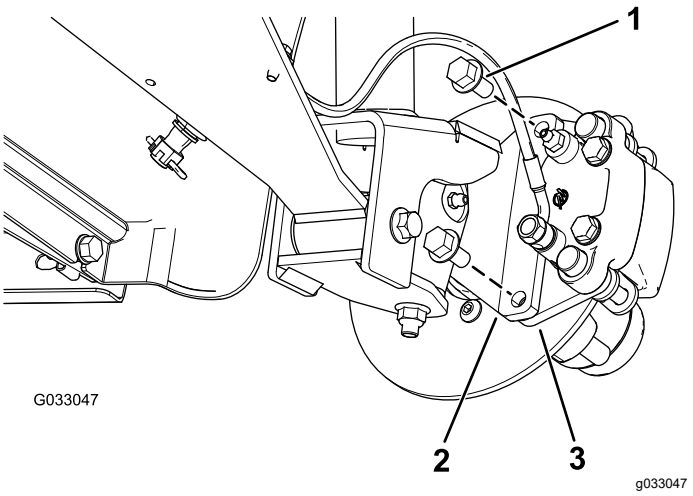
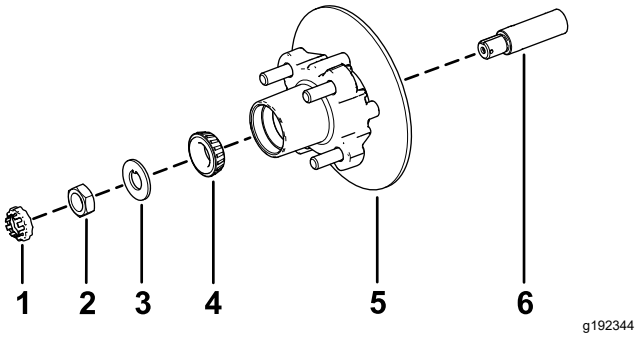

**Figuur 30**
**Figuur 34**
3. Verwijder de flenskopbouten (⅜" x ¾") waarmee de beugel voor de rem is bevestigd aan de as en verwijder de rem van de as (Figuur 30).
1. Breng een laagje van het aanbevolen smeermiddel aan op de as (Figuur 34).
2. Monteer de naaf en de rotor op de as met de rotor aan de binnenkant (Figuur 34).
3. Monteer het buitenste lager op de as en plaats het lager in de buitenste loopring (Figuur 34).
4. Monteer het borgplaatje op de as (Figuur 34).
5. Draai de asmoer op de as en zet de moer vast met een torsie van 15 N·m terwijl u de naaf draait om het lager te plaatsen (Figuur 34).
2. Lijn de remblokken aan beide zijden van de rotor (Figuur 30) en de openingen in de beugel van de remklauw uit met de openingen in de rembevestiging van het asframe (Figuur 34).
3. Bevestig de beugel van de remklauw aan het asframe (Figuur 30) met de 2 flenskopbouten (⅜" x ¾").